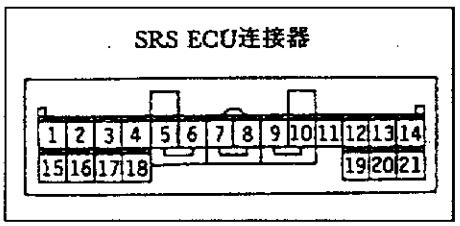

图 8－2－1
(10)不要企图修理 SRS 的电气配线连接器，如图 8－2－1 所示。如果诊断出任何连接器有故障，则应更换电气配线。如果诊断出电线有故障，则应按表 8－2－1 更换或修理电气配线。